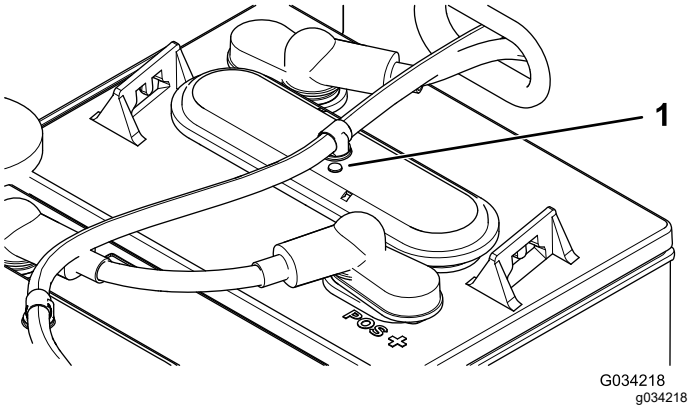

Figuur 38
3. Controleer of de oogjes op de accu's zwart of wit zijn (Figuur 38).